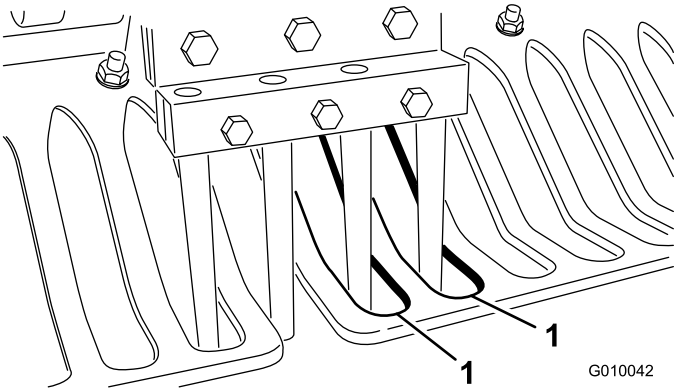

Figur 26
6. Kontroller, at piberne sidder i midten af mellemrummene i plæneafskærmningerne (Figur 26). Juster plæneafskærmningerne efter behov, og stram møtrikkerne.